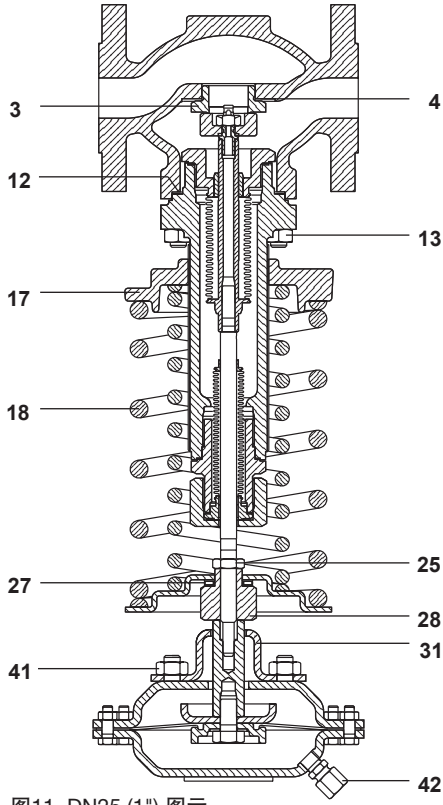

图11 DN25 (1") 图示
4.4.5更换阀芯和阀座（图11）
4.4.6 更换轴承组件（图11）：